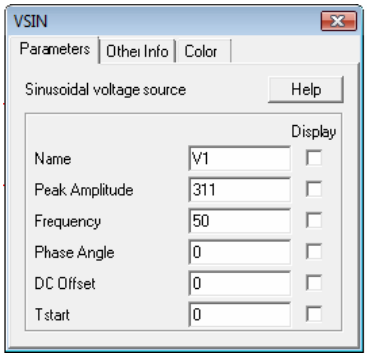

Figura 5 – Parâmetros da fonte de tensão alternada
3. Editar os parâmetros dos componentes. Uma vez que o cursor do mouse esteja com sua forma normal, podem-se selecionar as propriedades de um componente dando-se dois cliques sobre o mesmo. Com isso, uma janela com as propriedades aparecerá na tela. As propriedades variam, de acordo com o componente selecionado. Na Figura 5 estão representados os parâmetros da fonte de tensão contínua. No caso, pode-se alterar o nome e o valor do componente, e definir se estas propriedades devem ou não aparecer no esquema. Além disso, podem-se alterar outras informações sobre o componente (other info), e a cor (color) do mesmo. Entretanto, as informações adicionais (other info) e a cor do componente (color) não afetam os resultados da simulação. A opção display ao lado de cada item permite que o parâmetro seja mostrado no esquemático do circuito.
Na Figura 5 está representado o retificador desenhado no PSIM. Pode-se notar nesta figura o nome e o valor dos componentes, bem como a posição dos voltímetros e amperímetros.